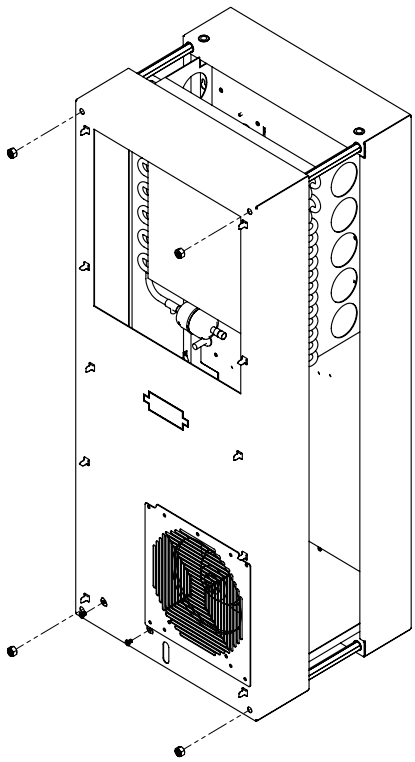

Ilustración 4
4. Afloje las cuatro tuercas del panel frontal y jale el conjunto del panel hacia delante unos 5 cm. Consulte Ilustración 4 en la página 9.